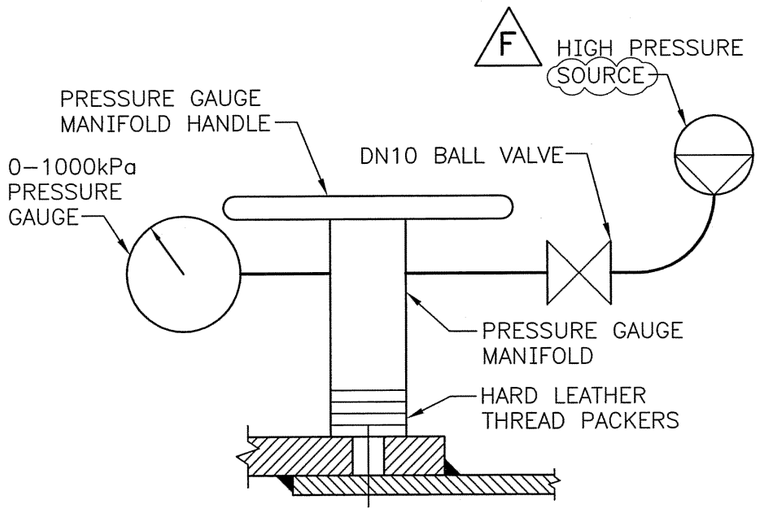
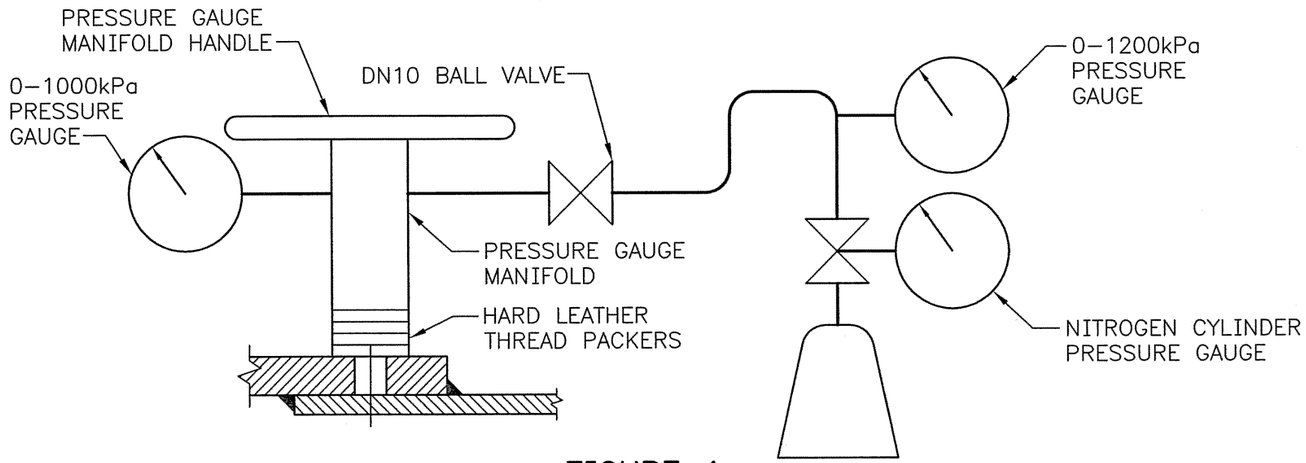

FIGURE 3
FIGURE 4
1. ALL WELDED JOINTS ON M.S.C.L. PIPES DN900 AND LARGER SHALL BE PNEUMATICALLY PRESSURE TESTED USING EITHER COMPRESSED AIR (SEE FIGURE 3) OR NITROGEN (SEE FIGURE 4).
4. TESTING EQUIPMENT SHALL BE CONNECTED TO TEST HOLES AS SHOWN AT FIGURE 3 (USING COMPRESSED AIR) OR FIGURE 4 (USING NITROGEN).